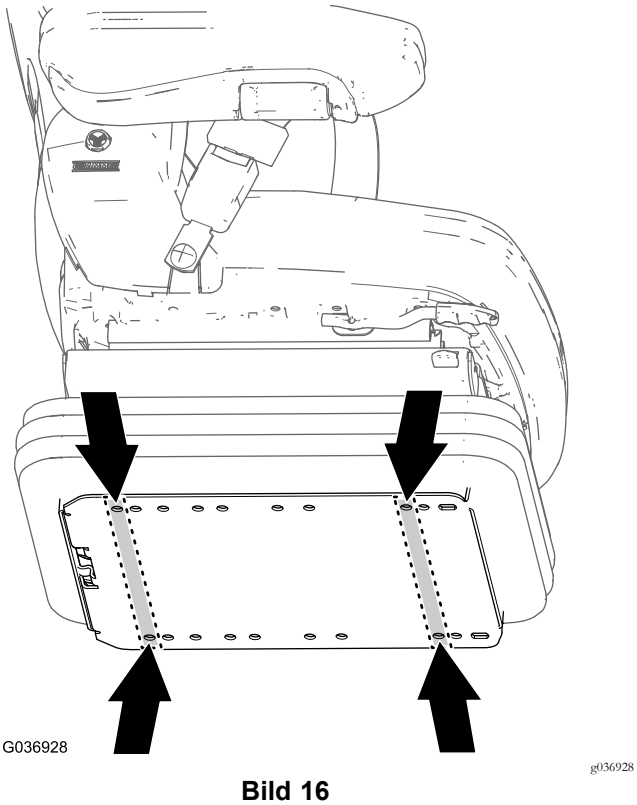

Bild 16
1. Ermitteln Sie an der unteren Platte des neues Sitzes die Sitzbefestigungslöcher für die Maschine (Bild 16).